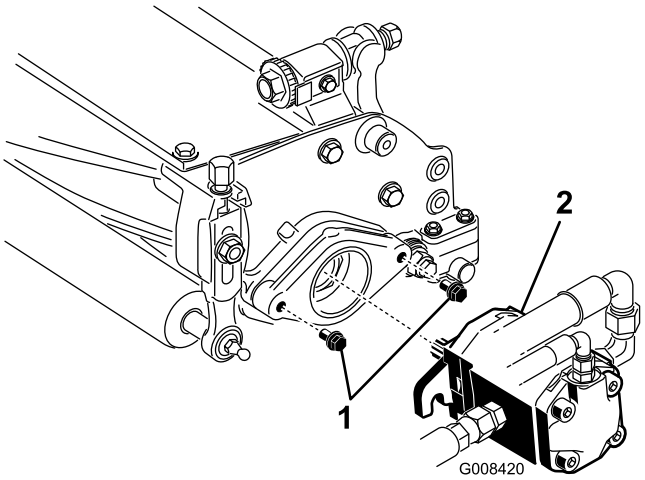

Figuur 11
7. Laat ongeveer 13 mm draad uitsteken op de montagebouten van de aandrijfmotoren (Figuur 11).
8. Breng een laagje schoon smeervet aan op de sleufas van de motor en monteer de motor door deze rechtsom te draaien, totdat de motorflenzen de tapeinden niet meer raken. Draai de motor linksom totdat de flenzen de tapeinden omsluiten (Figuur 11).
9. Draai de montagebouten vast (Figuur 11).